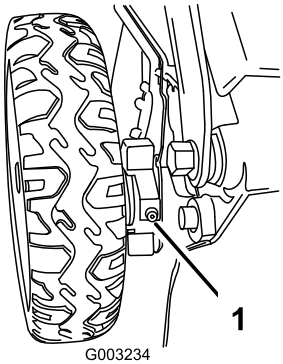

**Figuur 37**
1. Veeg de smeernippels aan de binnenkant van de achterwielen af met een schone doek (Figuur 37).